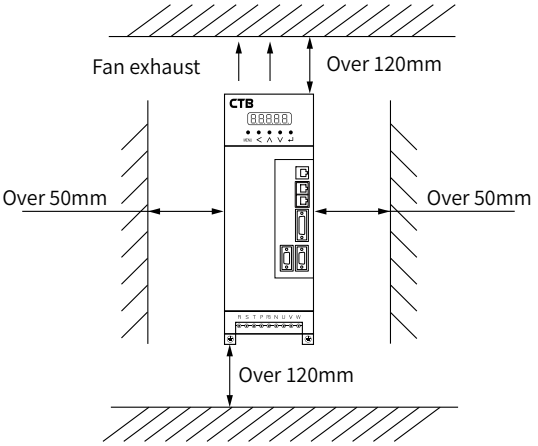

Figure 1-3 Installation of a Single Controller
- The mounting spacing and distance requirements for each driver are shown in Figure 1-3.